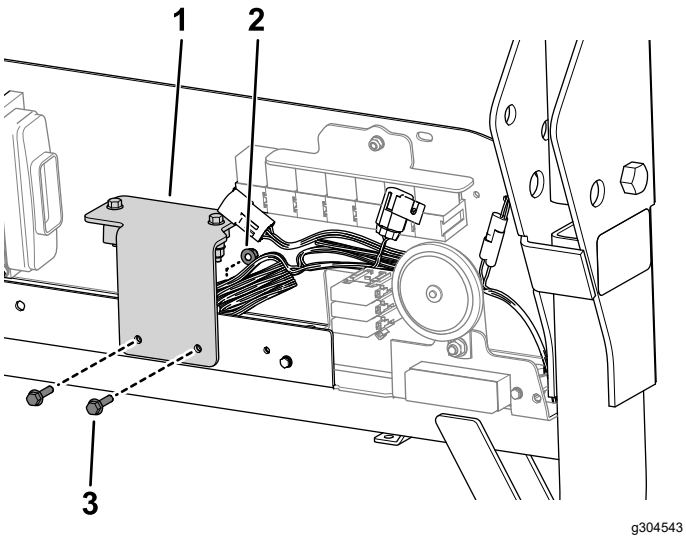

Figur 10
14. Använd två skruvar (M6 x 25 mm) och två flänsmuttrar (M6) för att fästa lutningssensorns fäste på elpanelen (Figur 10).